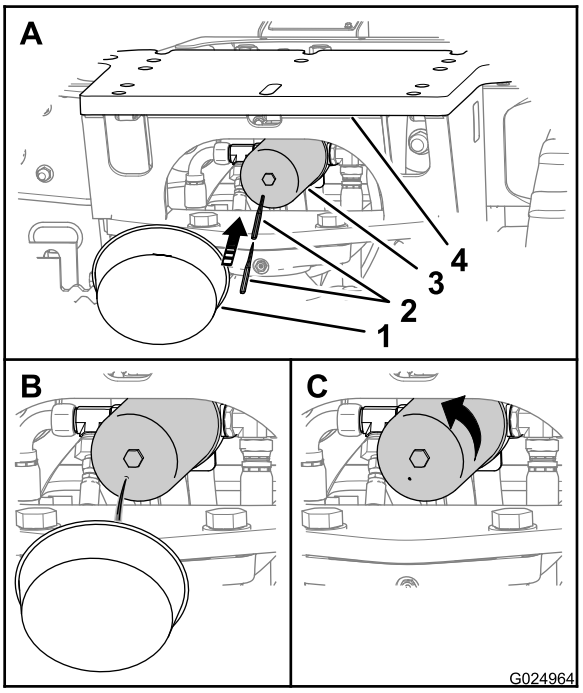

Figura 111
Nota: Puede tener acceso a los filtros de aceite hidráulico de retorno desde debajo de la placa de enganche trasera de la máquina (Figura 111).
1. Coloque un recipiente debajo del filtro de aceite hidráulico de retorno (Figura 111).
2. Perfore la parte inferior del filtro hidráulico de retorno y deje que se drene el aceite hidráulico residual al recipiente (Figura 111).
3. Gire el filtro de retorno hidráulico en sentido antihorario y retire el filtro (Figura 111).